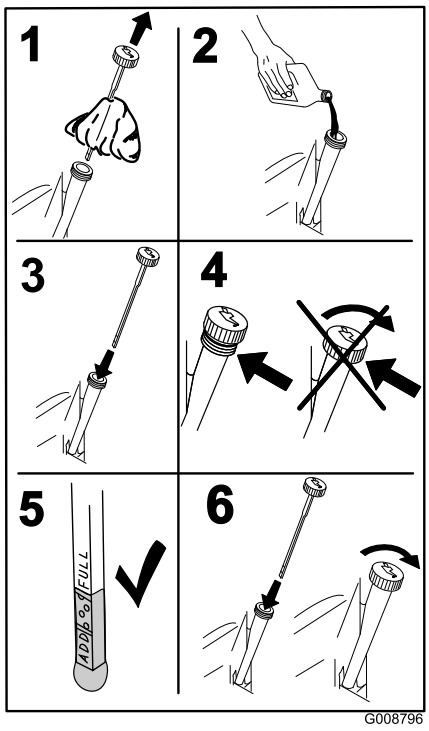

Figur 40
4. Häll långsamt ca 80 % av den angivna oljan i påfyllningsröret och tillsätt långsamt ytterligare olja tills den når markeringen **Full** (Figur 40).